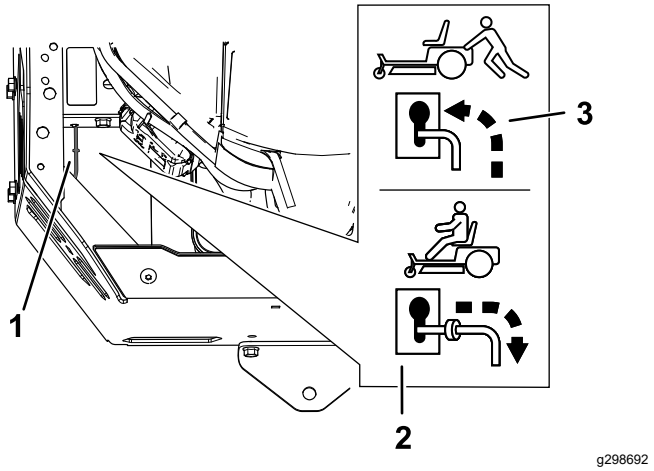

Figur 38
4. För förbikopplingsreglagen framåt genom det avlånga hålet och nedåt för att låsa dem på plats (Figur 38).